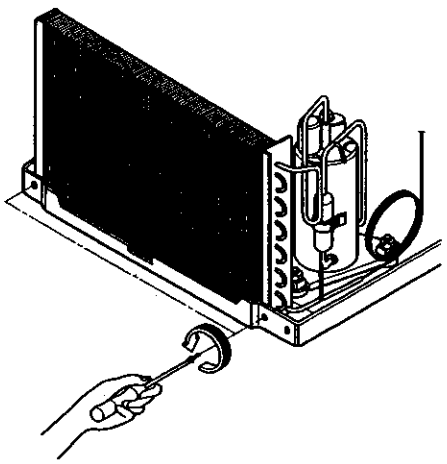

Figure 20
3. Remove 2 screws which fasten the condenser. (See Figure 20)